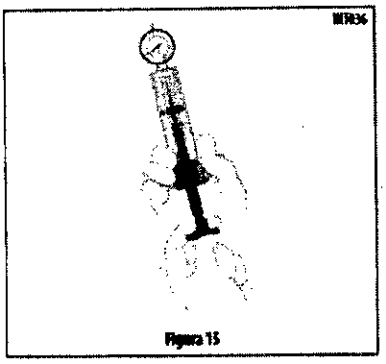

Figura 15
7. Rellene el dispositivo de inflado con 25 ml de solución salina fisiológica estéril y extraiga el aire (Figura 15).